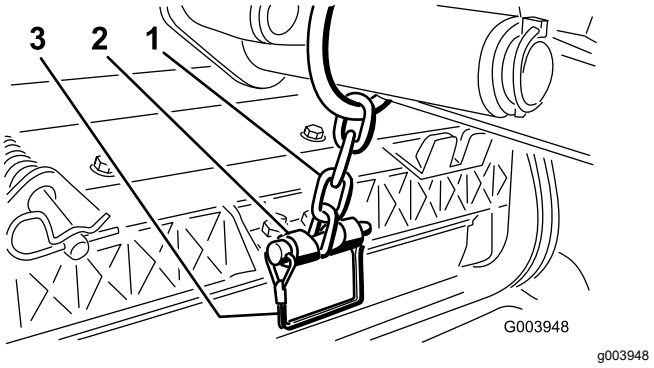

Figuur 19
14. Bevestig de ketting van de hefarm aan de kettingbeugel met de borgpen (Figuur 19).